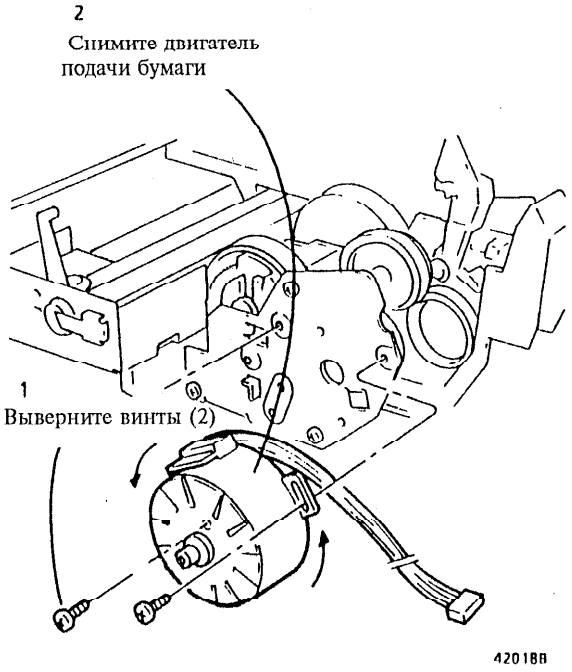

Рис. 1 Снятие двигателя подачи бумаги
5. (Рис. 1): Снимите двигатель подачи бумаги.
1. (Рис. 1): Поверните двигатель подачи бумаги до упора перед тем, как затянуть винты.